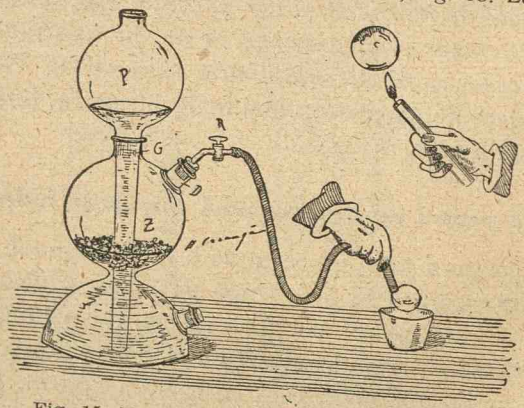

Fig. 15. Beșici de săpun umplute cu hidrogen.
2. Deschidem robinetul R și strivim între două degete tubul de cauciuc la o depărtare cam de un lat de mână de capătul lui liber. 3. Vârîm acest capăt într'un vas cu *apă de săpun*, îl scoatem din apa de săpun și, în vreme ce-l ținem cu capătul deschis în jos, desfacem *puțin* degetele între care a fost strivit, fig. 15. Lăsăm astfel